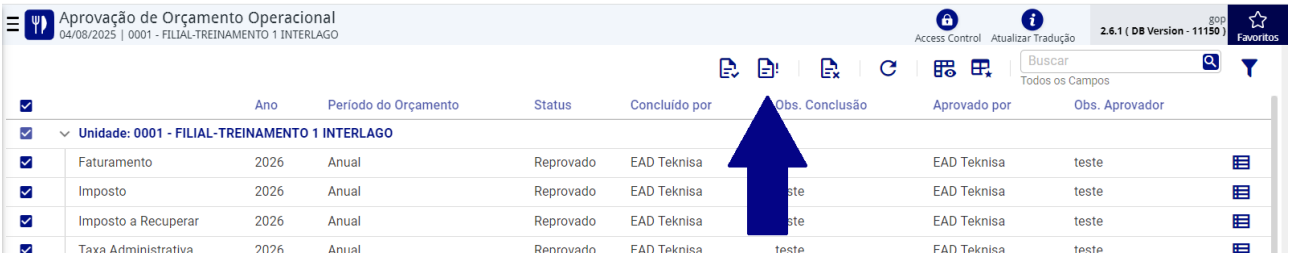

Figura 406: Reprovar
- **Procedimento:** Selecione o(s) item(ns) com status **"Pendente"**, clique em **Reprovar** (Figura 406) e confirme a operação.